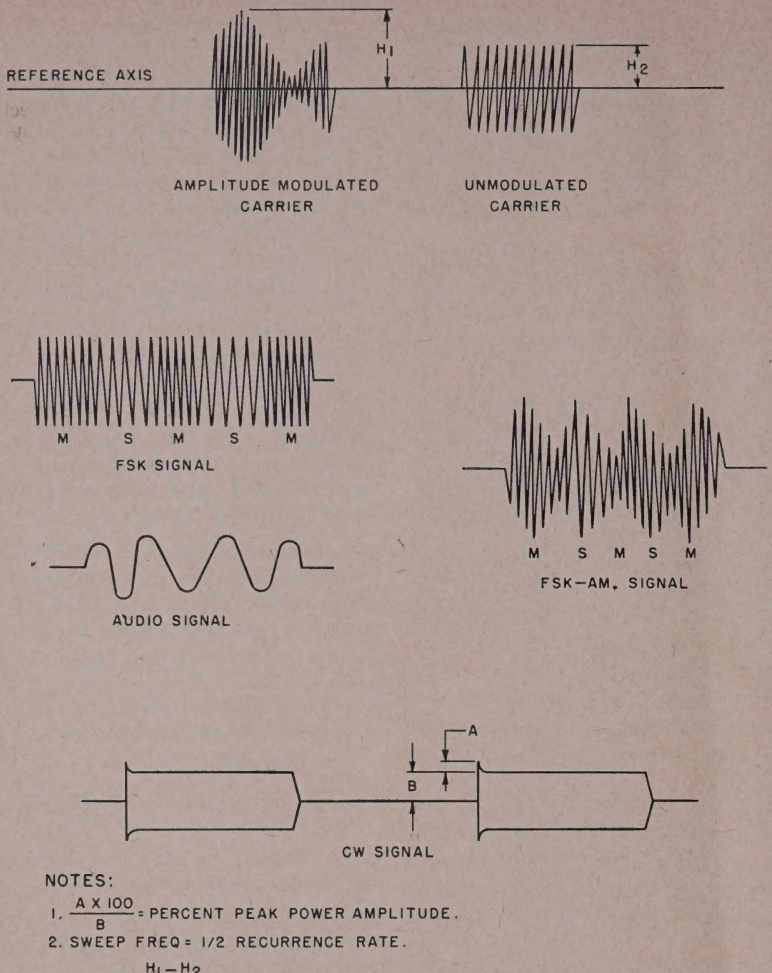

Figure 96. Waveforms.
f. Adjust the 600 OHM LINE GAIN control for 100 percent modulation, as observed on the oscilloscope (fig. 96). The EXCITATION meter should read 8 ma (minimum) for P A GRID X2 and 70 ma (maximum) or 20 ma (minimum) for INT AMP PLATE X10.
48. CW Waveform and Power Test (fig. 96)
(1) With the audio oscillator connected for 600-ohm line operation (CARBON MIKE GAIN control turned down), adjust it for a 1-kc audio signal.
(2) Adjust the 600 OHM LINE GAIN control for 40 percent modulation. This is done by observing the modulated wave on the oscilloscope for a height of 1.4 times the height of the unmodulated wave. Refer to note 3 on figure 96 for use of the modulation formula.
(3) While varying the input signal frequency, measure the input power to obtain 40 percent modulation. The input power should have the following values for the given frequencies:
50. AM or FSK–AM Distortion Measurement (fig. 96)
b. Apply FSK signals (fig. 96) to the FSK input receptacle (J16) at the following frequencies and control settings. Note the output power.